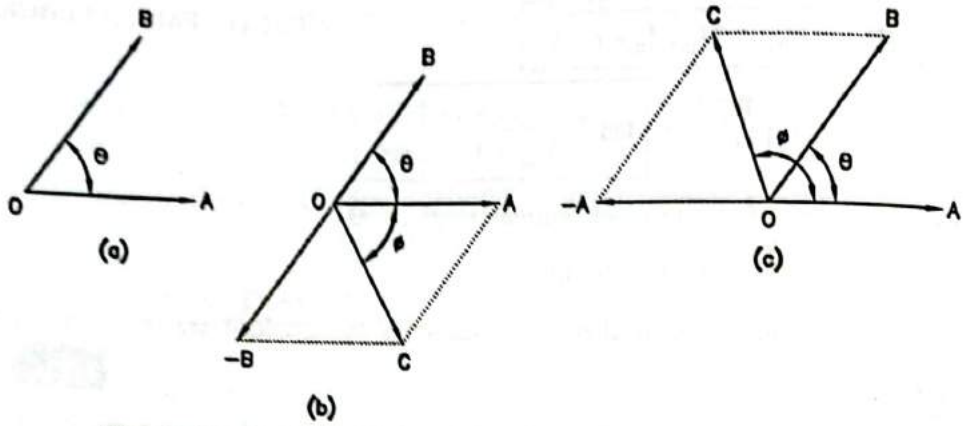

FIG. 2.21 : SUBSTRACTION OF ALTERNATING QUANTITIES
- In figure 2.21(a) vectors OA and OB are shown.
- It is desired to subtract vector OB from vector OA. Vector OB is reversed and added to OA as shown in figure 2.21(b).
- If however vector OA has to be subtracted from OB, OA is reversed and added to OB as shown in figure 2.21 (c). The resultant OC makes an angle $\phi$ with the reference.